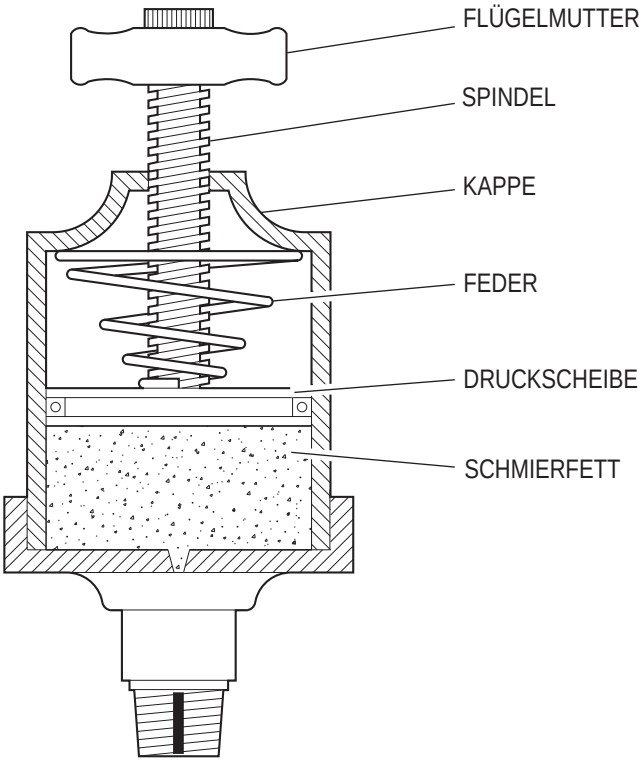

Abbildung 1 – Bauteile der automatischen Druckschmierung
B. Die automatische Druckschmierung an der Pumpe überprüfen. Wenn die Spindel vollständig ausgefahren und die Flügelmutter bis ganz nach oben gedreht ist, ist die automatische Druckschmierung mit Schmiermittel gefüllt. Andernfalls muss das Schmiermittel gemäß folgendem Verfahren ausgewechselt werden (siehe Abbildung 1):